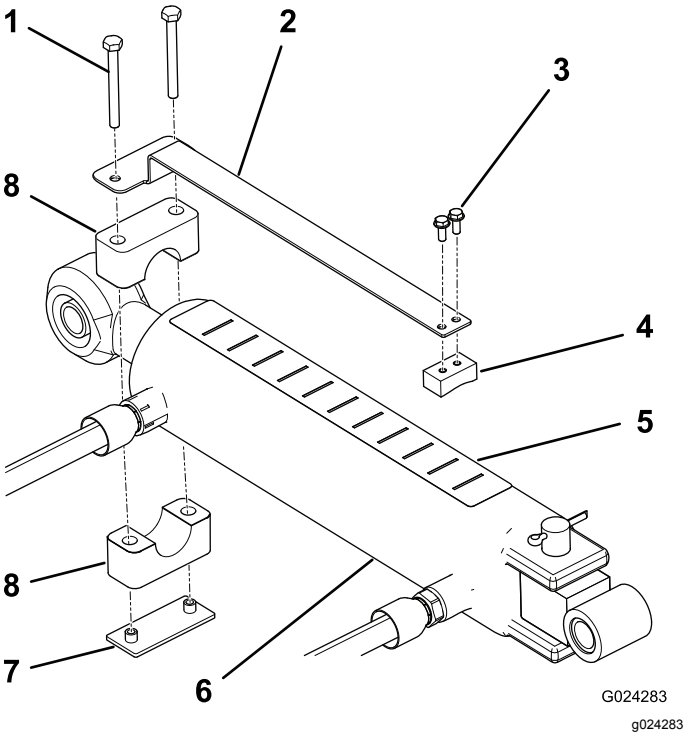

Figur 8
1. Montera djupmätaren på skjutblockets platta sida med två 10 x ½ tums maskinskruvar och placera komponenterna enligt Figur 8.
2. Montera djupmätaren löst på stavänden på topplänkens cylinder med hjälp av rörklämman, svetsplattan och två ¼ x 2 ½ tums skruvar (Figur 8). Se till att klämmorna sitter tillräckligt löst för att kunna roteras till önskad position.
4. Fäst djupdekalen ovanpå cylindern på en plats där den är synlig från förarplatsen och inte kommer i vägen för hydraulslangarna eller andra hinder (Figur 8). Änden på dekalen med bokstaven ”J” ska placeras mot luftaren.